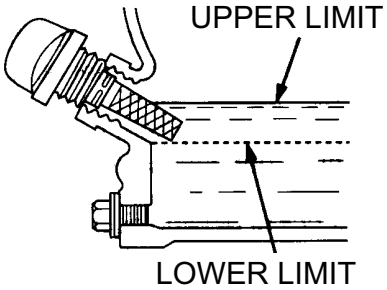

Figure 6. Engine Oil DipStick (Oil Level
4. If the oil level is low (See Figure 6), fill to the edge of the oil filler hole with the recommended oil type (Table 5). Maximum oil capacity is 0.61 quarts (0.58 liters).